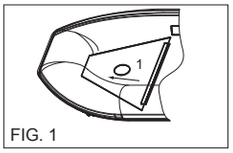

FIG. 1
3. Insert Board 1 into the bow and push it forward until the Air Valve of the inflatable keel is aligned with the hole in the board. (FIG. 1)